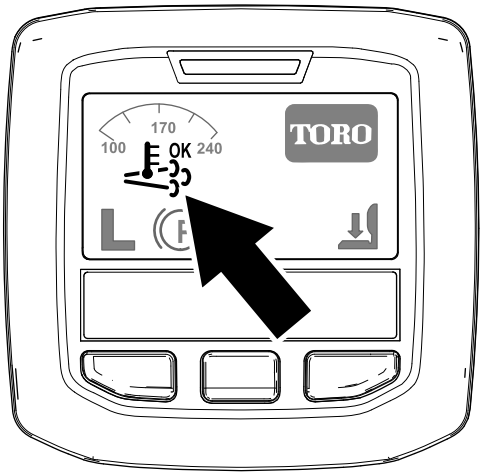

Figuur 39
- Het pictogram ondersteunde regeneratie verschijnt op het InfoCenter (Figuur 39).